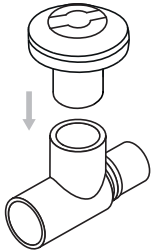
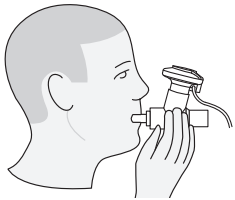

Figure 3. Connecting nebuliser to T-piece
Figure 12. Connecting to a mouthpiece
3. Connect the nebuliser to the T-piece by pushing the nebuliser firmly onto the T-piece (Figure 3).
When using a mouthpiece, connect the nebuliser to the T-piece as shown in Figure 3 and then connect the T-piece to the mouthpiece by pushing the parts firmly together (Figure 12).
Warning: To ensure correct nebulisation, maintain the nebuliser in a vertical orientation (Figure 12).